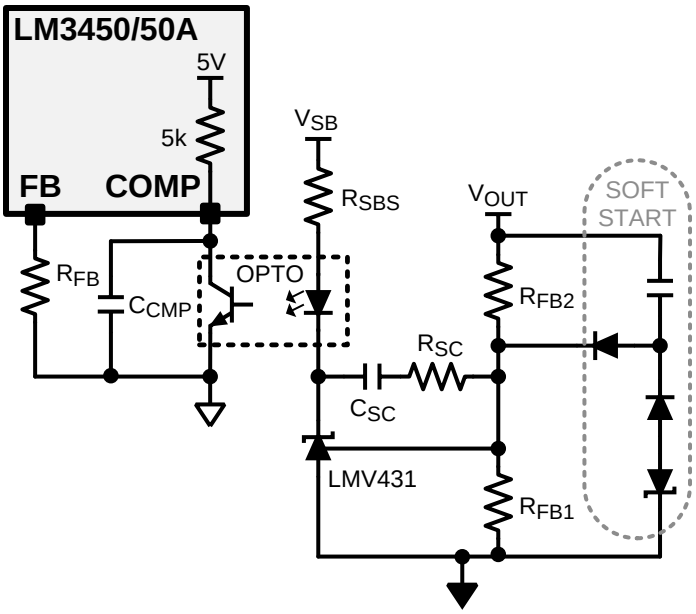

Figure 23. Secondary Error Amplifier
For isolated designs, the error amplifier on the secondary should take the form of a proportional integral (PI) compensator. The amplifier is frequently implemented with an LMV431. The output voltage resistor divider (R_{FB1}, R_{FB2}) provides the sensed output voltage to the LMV431 inverting input. The PI compensation is achieved by connecting R_{SC} and C_{SC} in between the LMV431 input and output, shown in Figure 23. In addition, C_{CMP} is placed from COMP to GND on the primary for higher frequency noise attenuation.
In addition to the basic error amplifier, a soft-start circuit can be implemented using a capacitor, two diodes and a Zener diode as shown in Figure 23. This secondary softstart circuit has no restart mechanism, therefore a primary side softstart is recommended as described in the SOFTSTART section of this document.